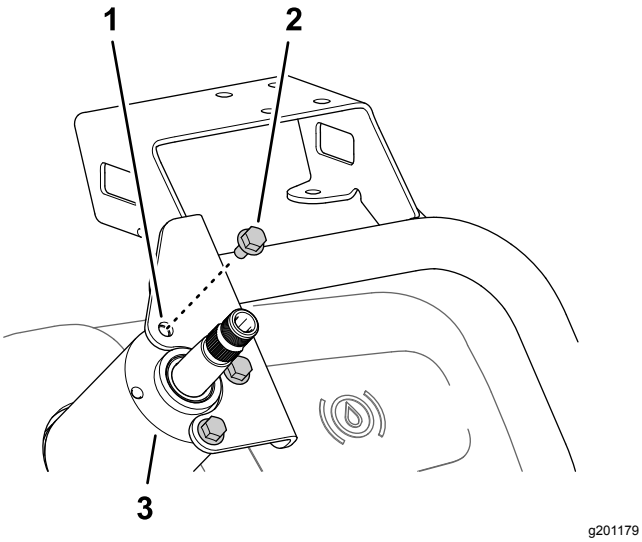

Rysunek 163
2. Zamocuj mocowanie monitora do obudowy zaworu układu kierowniczego (Rysunek 163) używając 3 śrub kołnierzowych (6 x 12 mm).